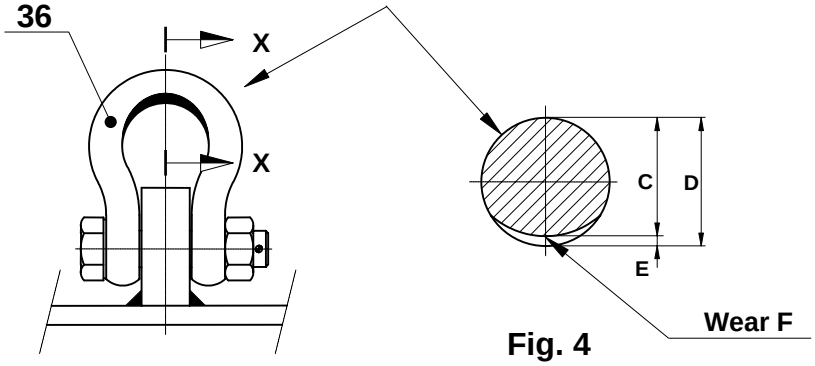

Fig. 4
Any suspending item must be replaced when the diameter of section C, Fig. 4, attains 95% of the original diameter D (5% of wear) (E).